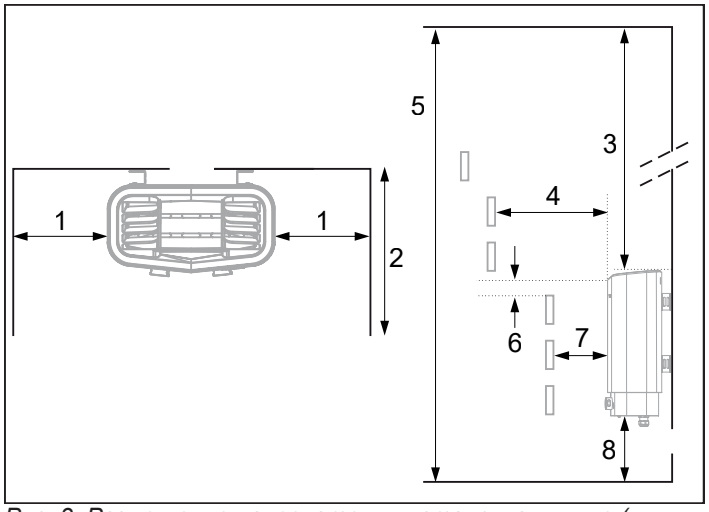

Рис. 3: Размещение нагревателя - установка в нише (минимальный допустимый объем ниши — 4 м³)
- у той же стены, что и дверь (в крайнем случае его можно установить у боковой стены, но как можно ближе к стене, в которой расположена дверь). Также возможна установка нагревателя в нише (см. рис. 3);
Установите устройство на безопасном расстоянии от пола, боковых стен и элементов интерьера (см. рис. 3).